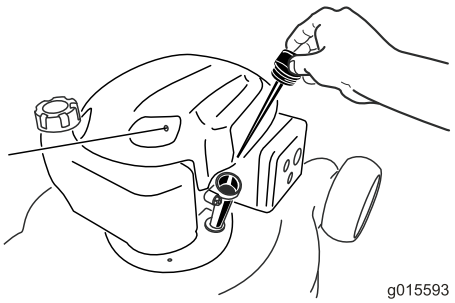

Figur 26
6. Ta ur oljestickan ur oljepåfyllningsröret (Figur 26).